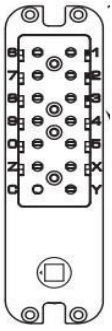

FIG 4C
1. Po zapomnieniu hasło, musimy zdjąć zamek z drzwi i poszukać go, badając prostokątny otwór na hasło z tyłu zamka, jak pokazano na rysunku Rysunek 4C